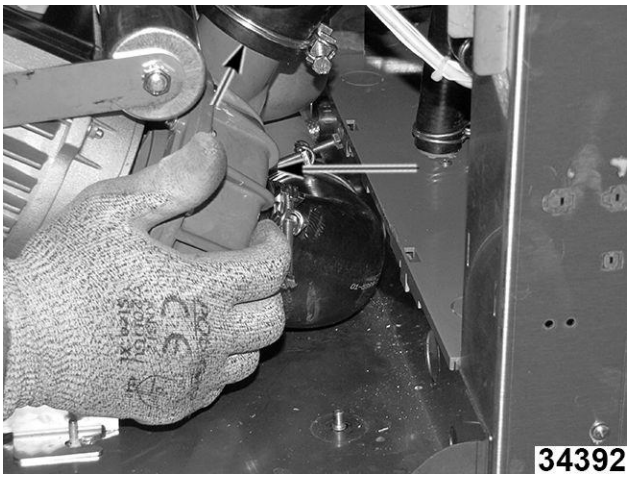

Fig. 134
6. Quite las mangueras de la bomba mientras mueve la bomba hacia la parte delantera de la máquina. Fig. 134